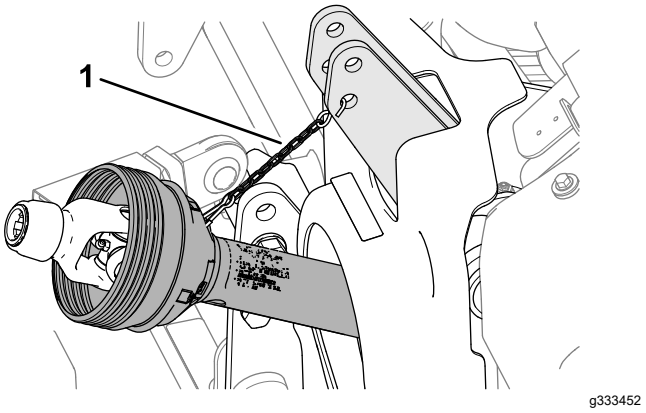

**Figuur 51**
8. Gebruik de beveiligingsketting van de kap om de aandrijfas van de aftakas te ondersteunen door de ketting te monteren tussen de kap van de aftakas en de machine (Figuur 51).